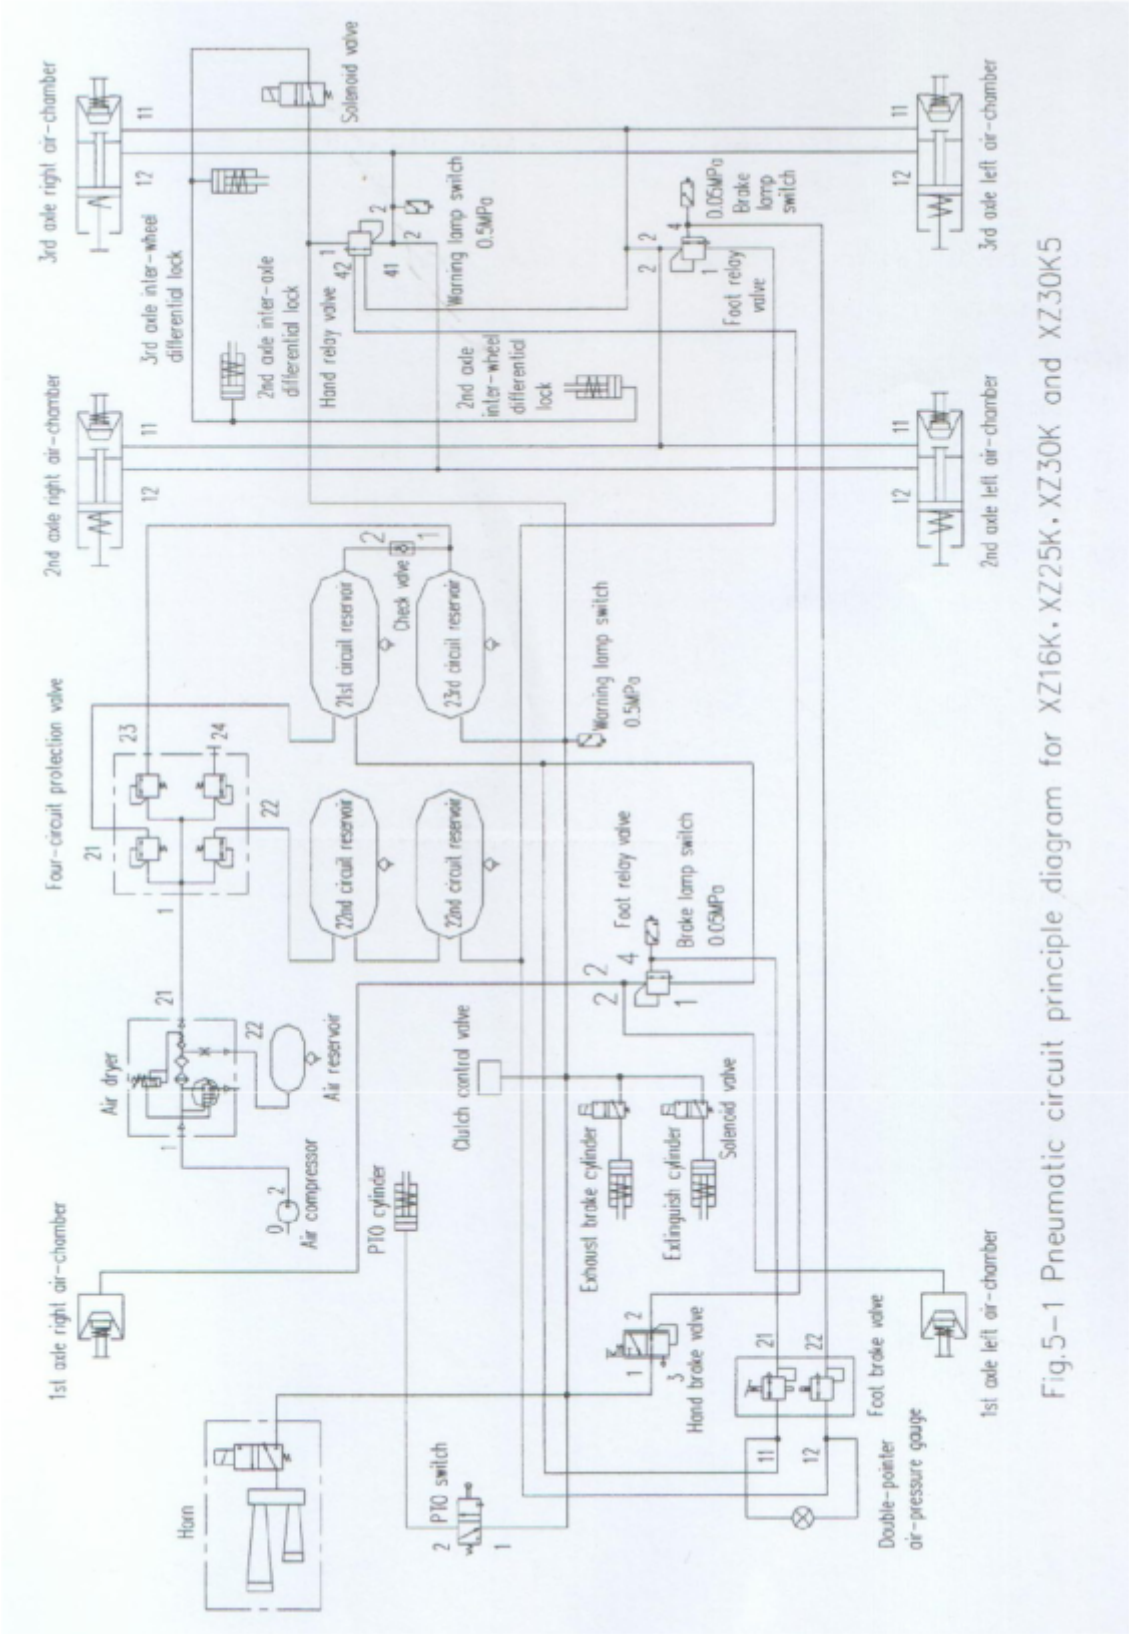

Fig.5-1 Pneumatic circuit principle diagram for XZ16K, XZ25K, XZ30K and XZ30K5
3. Fig. 5-1 é para o chassi do XZ16K, XZ25K, XZ30K e XZ30K5.
6. Na Fig. 5-1, 5-2 e 5-3, há cilindros extintores somente quando os motores Steyr WD615 forem equipados.